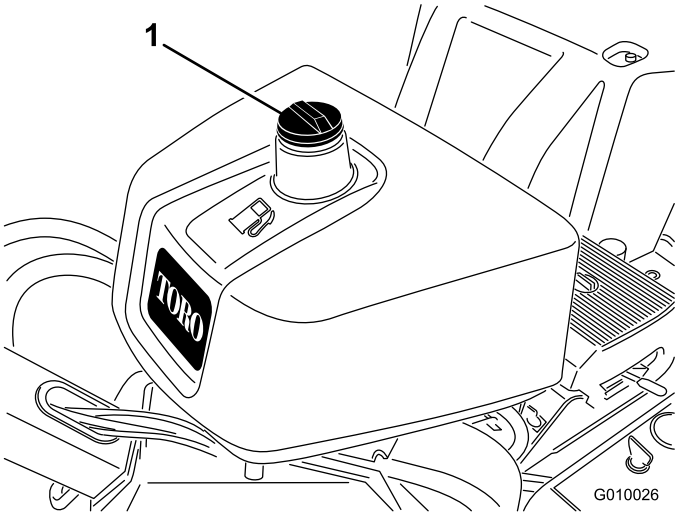

Figura 16
2. Limpe a zona em redor da tampa do depósito de combustível e retire-a (Figura 16).